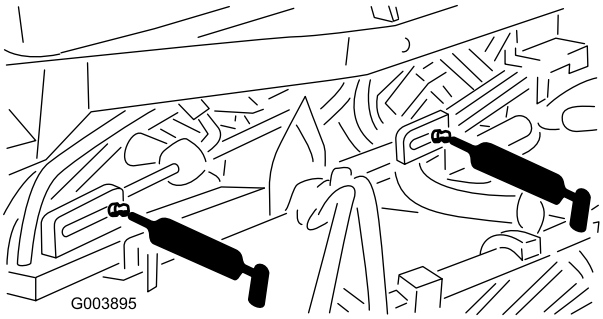

**Figuur 48**
- 5 fittingen op de hefcilinders (Figuur 48)